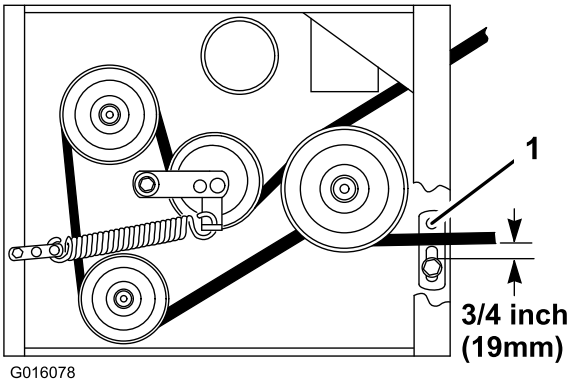

Figur 46
8. Kontroller remstyret under motorstellet for korrekt justering (Figur 46).
Bemærk: Når plæneklipperremmen er indkoblet, skal det sikres, at afstanden mellem remstyret og plæneklipperremmen er 19 mm (Figur 46). Juster plæneklipperens remstyr efter behov. Når remstyrene er korrekt justeret, må remmen ikke hænge eller falde af remskiven i udkoblet tilstand.